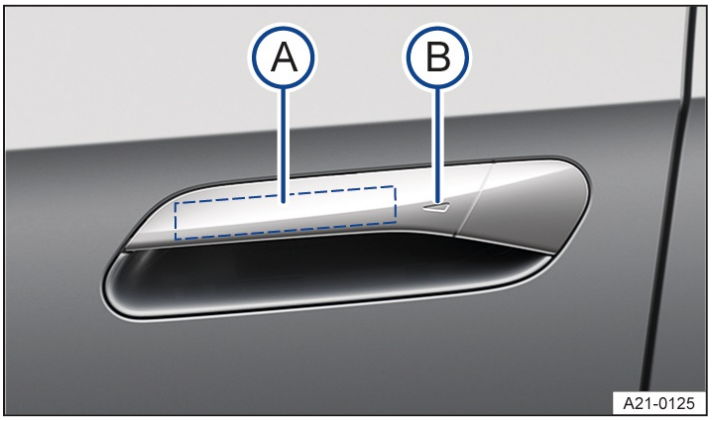

Fig. 2 In the door handle: sensors.
1. Touch the sensor on the inside of the door handle→ *Fig. 2* (A).
2. Touch the sensor on the outside of the door handle→ *Fig. 2* (B).
2. Touch the sensor on the outside of the door handle→ *Fig. 2* (B) once within 5 seconds.